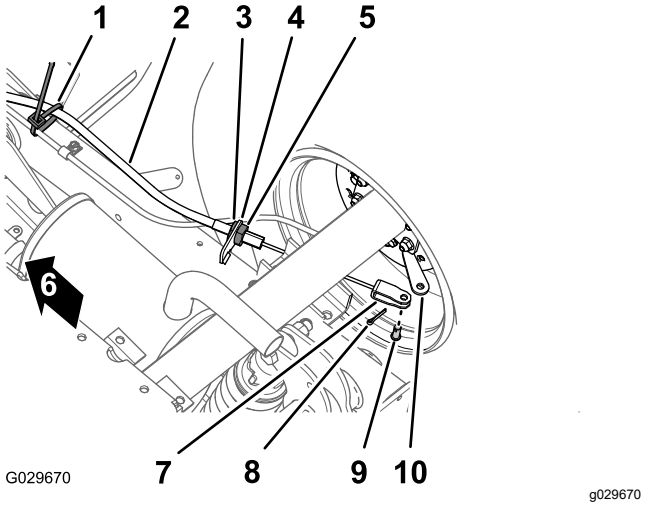

Figur 40
1. Fjern kabelbåndet i bunden af maskinen, der fastgør parkeringsbremsens kabel til driftsbremsens ledning (Figur 40).
2. Marker en rotationsstribe på den fremadgående kontramøtrik til parkeringsbremsens kabel (Figur 40).
3. Løsn den bageste kontramøtrik og fjern kablet fra bremsekablets beslag (Figur 40).
4. Fjern låseclipsen og gaffelbolten, der fastgør gaffelbolten til parkeringsbremsens kabel, på bremsebetjeningshåndtaget, og tag kablet af håndtaget (Figur 40).
1. Før den genvindskårne justeringsskrue på parkeringsbremsens kabel hen til bremsekablets beslag og gaflen til bremsebetjeningshåndtaget (Figur 40).
3. Juster den genvindskårne justeringsskrue på parkeringsbremsens kabel i forhold til bremsekablets beslag og stram den bageste kontramøtrik (Figur 40).